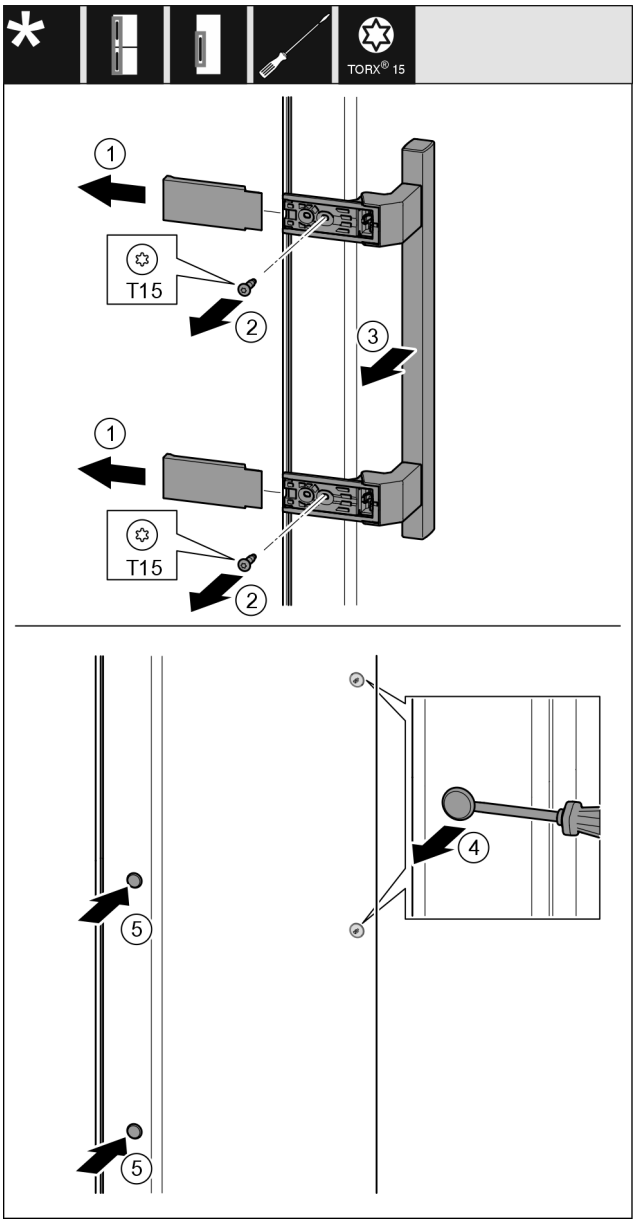

Fig. 8
▶ Vedä suojus irti. *Fig. 8 (1)*
▶ Kierrä ruuvit ulos Torx 15 -ruuvimeisselillä. *Fig. 8 (2)*
▶ Ota kahva pois. *Fig. 8 (3)*
▶ Nosta sivulla olevia tulppia varovaisesti uraruuvimeisselillä ja vedä irti. *Fig. 8 (4)*
▶ Aseta tulpat uudelleen toiselle puolelle. *Fig. 8 (5)*